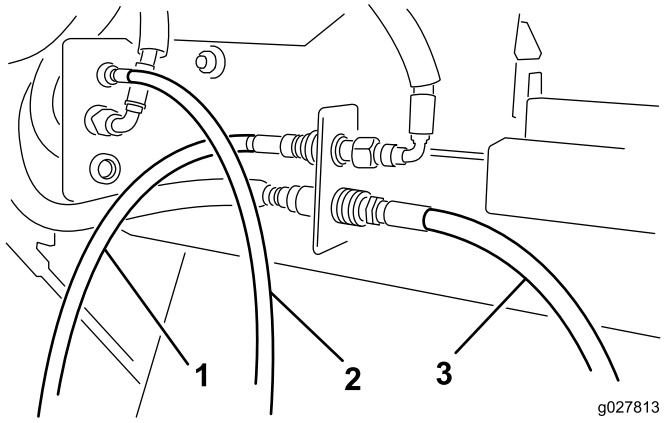

图5
5. 如图5 所示，将液压马达软管快速接头连接到 Versa Vac 接头上。